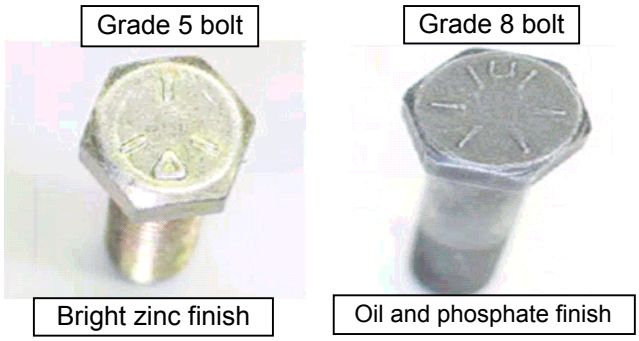

Figure 2.4
2. Inch bolts are marked: See Figure 2.4.